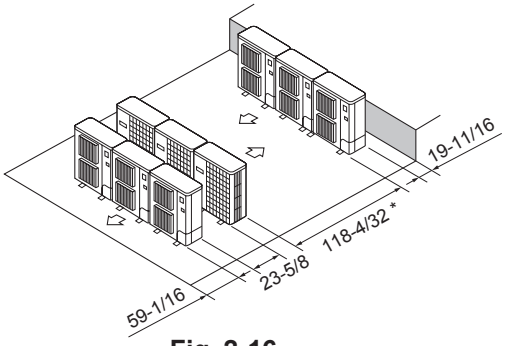

Fig. 2-16
⑥ Disposición en paralelo de varias unidades (Fig. 2-16)